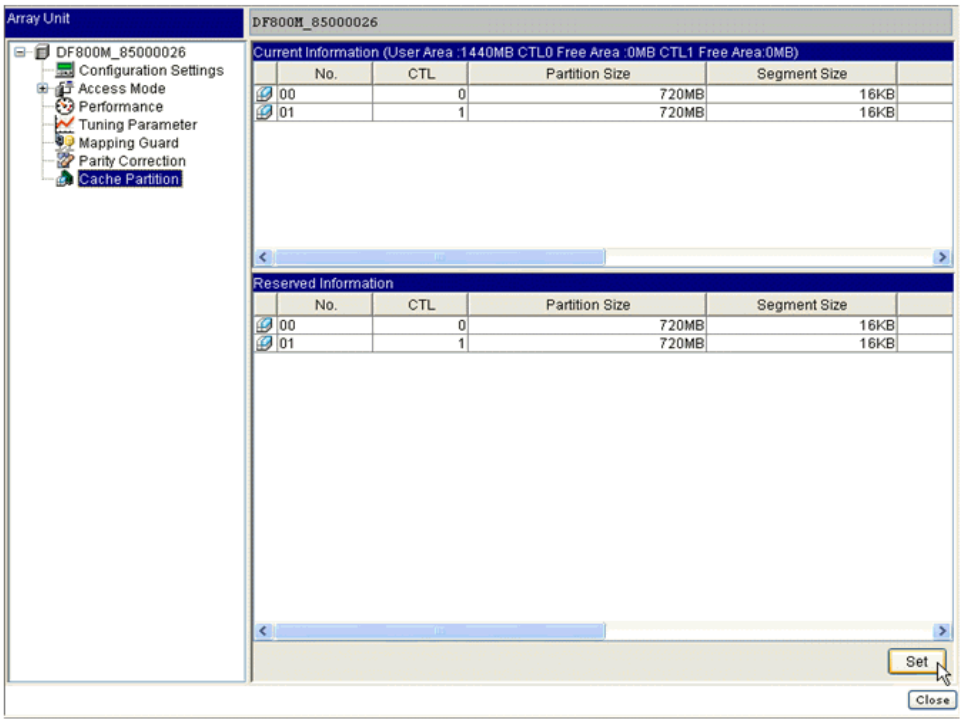

Figure 5-1: Cache Partition
5. Click **Cache Partition**. Figure 5-1 appears.
5. Click **Cache Partition**. Figure 5-1 on page 5-14 appears.